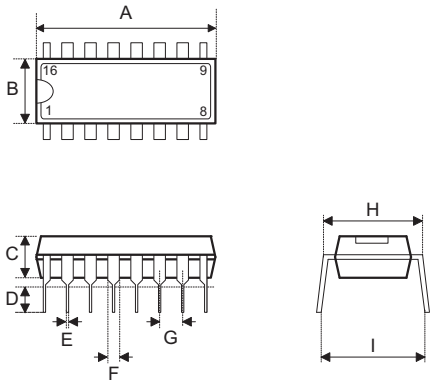

Fig2. 1/2 Lead Packages
• MS-001d (see fig2)
• MO-095a (see fig2)